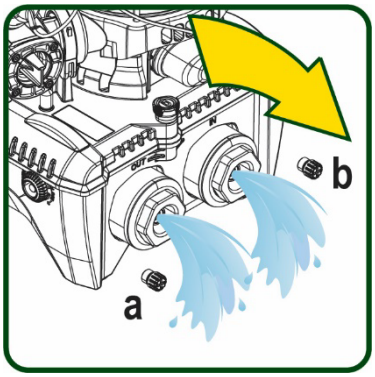

Figure 20
5. retirez les deux bouchons de vidange du dock et vidangez l'eau à l'intérieur des deux (environ 11 litres) ; Fig. 20